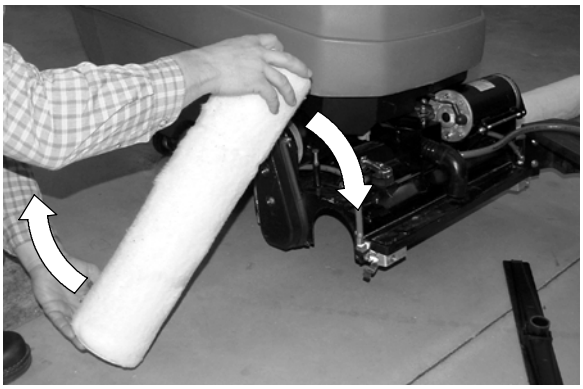

FIG. 30
1. Flip the ReadySpace rollers end-for-end every 10 hours of use (Figure 30). The roller life is rated for at least 100 hours of use under normal cleaning conditions. If the gap between the two rollers is greater than 4mm (5/32”) replace the rollers.